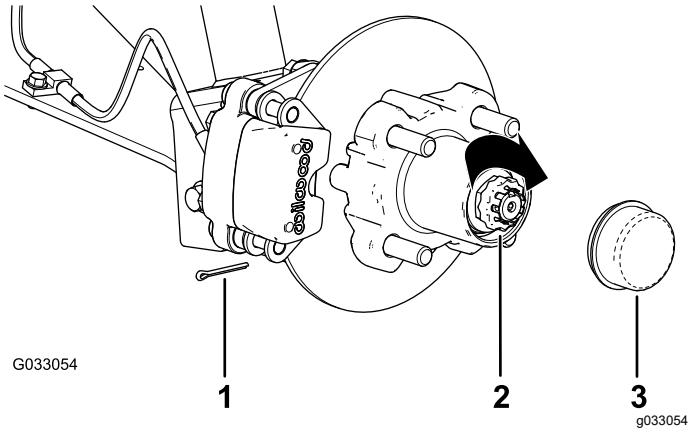

Figura 32
8. Coloque el retén sobre la tuerca y compruebe la alineación de la ranura del retén y el taladro de la chaveta del eje (Figura 32).
9. Instale la chaveta y doble las patas alrededor del retén (Figura 32).
10. Instale el tapón guardapolvo sobre el cubo (Figura 32).